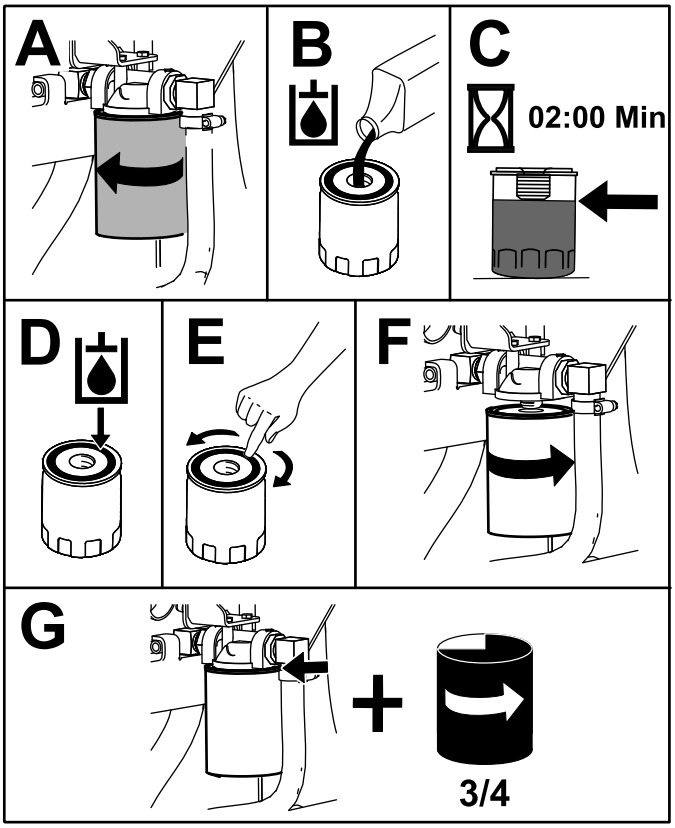

**Figura 72**
4. Coloque un recipiente debajo del filtro y cambie el filtro (Figura 72).